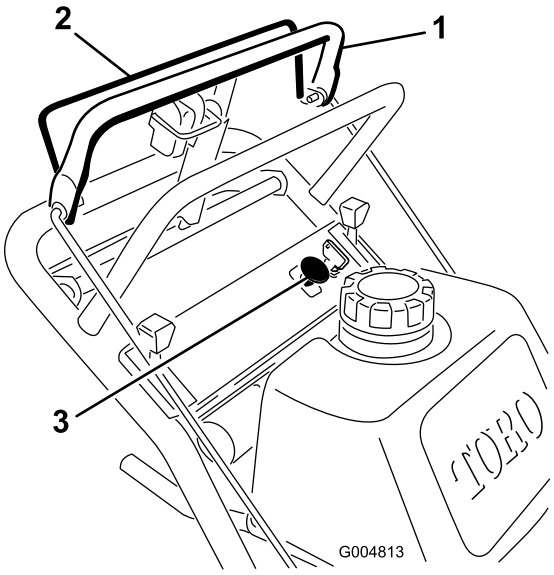

Figur 9
1. Släpp den övre styrstången för att stanna maskinen (Figur 9).
2. Koppla in kniven genom att trycka knivstyrstången mot den övre styrstången (Figur 9).
Släpp knivstyrstången för att koppla ur klipparknivarna (Figur 9)